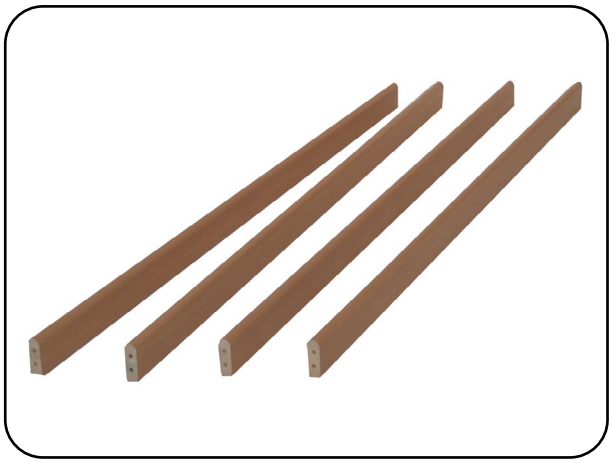

Abb. 4.05 – Holz-Seitengitterholme
- 4 x Holz-Seitengitterholme (Abb. 4.05)